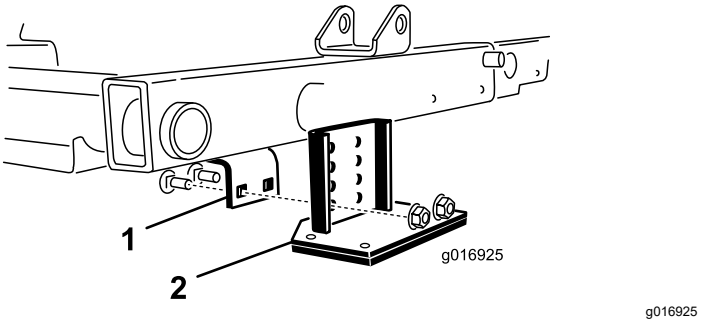

Rysunek 40
2. Zlokalizuj uchwyt na ramie powyżej centralnej jednostki tnącej (Rysunek 40).
3. Naciskając w dół przednią rolkę centralnej jednostki tnącej ustal, które otwory we wsporniku odchylania pasują do otworów w uchwycie na ramie, dzięki czemu po zamontowaniu wspornika odchylania zachowany zostanie ten sam punkt kontaktu z rolką (Rysunek 40).
4. Opuść jednostki tnące i przykręć do ramy wspornik odchylania za pomocą 2 śrub zamkowych i 2 nakrętek dostarczonych w zestawie (Rysunek 40).